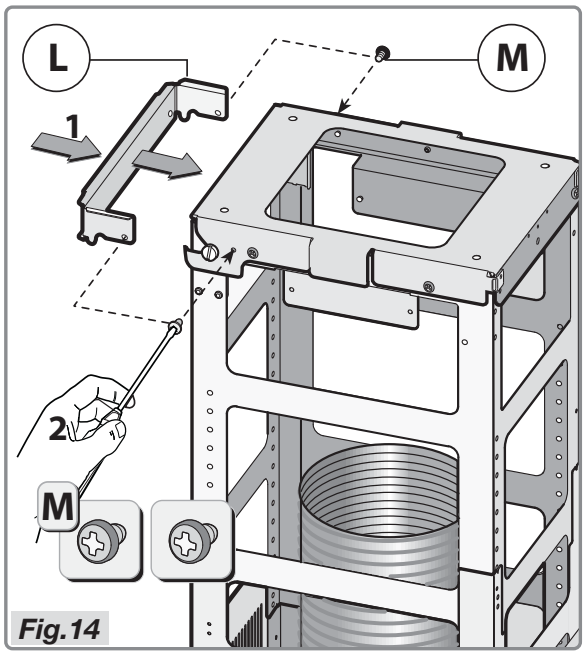

Fig.14
- Fixer définitivement la bride de sécurité **L** à la structure télescopique à l'aide des deux vis **M** de la manière illustrée sur la Figure 14 – phases 1-2.